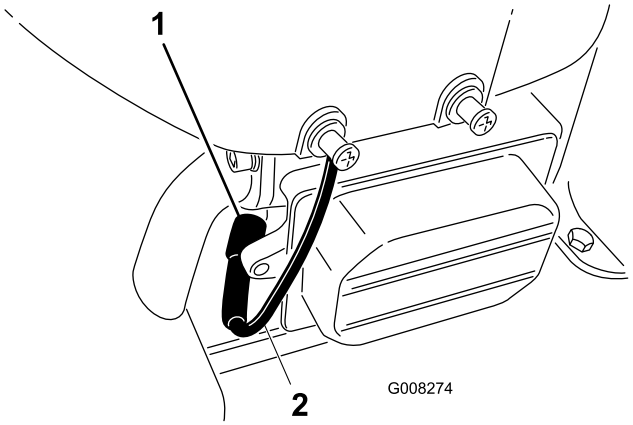

Figuur 25
6. Verwijder de bougiekabel van de bougie (Figuur 25).
8. Verwijder de bougies en de metalen pakkingringen (Figuur 25).
3. Sluit de bougiekabel aan op de bougie (Figuur 25).